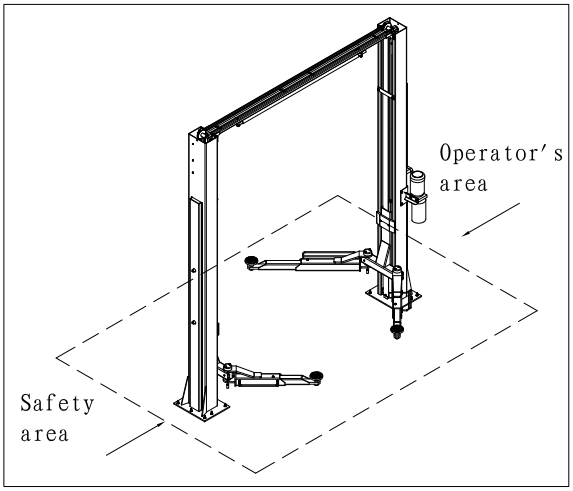

Fig. 8 Area di lavoro
Durante i movimenti di salita e discesa l'operatore deve rimanere nella postazione di comando indicata nella Fig. 8. È severamente vietata la presenza di persone nella zona di pericolo indicata nella stessa figura. La presenza di persone sotto il veicolo è consentita soltanto quando il veicolo è fermo nella posizione sollevata.
• Durante il sollevamento le persone rimangano nell'area di sicurezza (Fig. 8);